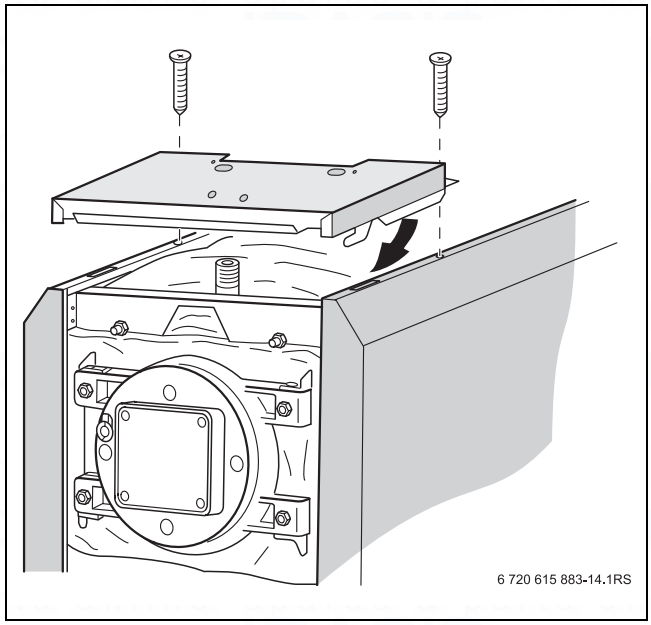

Fig. 16 Fitting the front boiler cover
- Place front boiler cover on top of the folded edges of the side panels and pull forwards until the right and left-hand hooks click into place in the slot (→ Fig. 16).
- Screw front boiler cover firmly into the side connection plates by screwing 2 self-tapping screws through the tabs on the boiler cover and the folded edge on the side panels (→ Fig. 16).